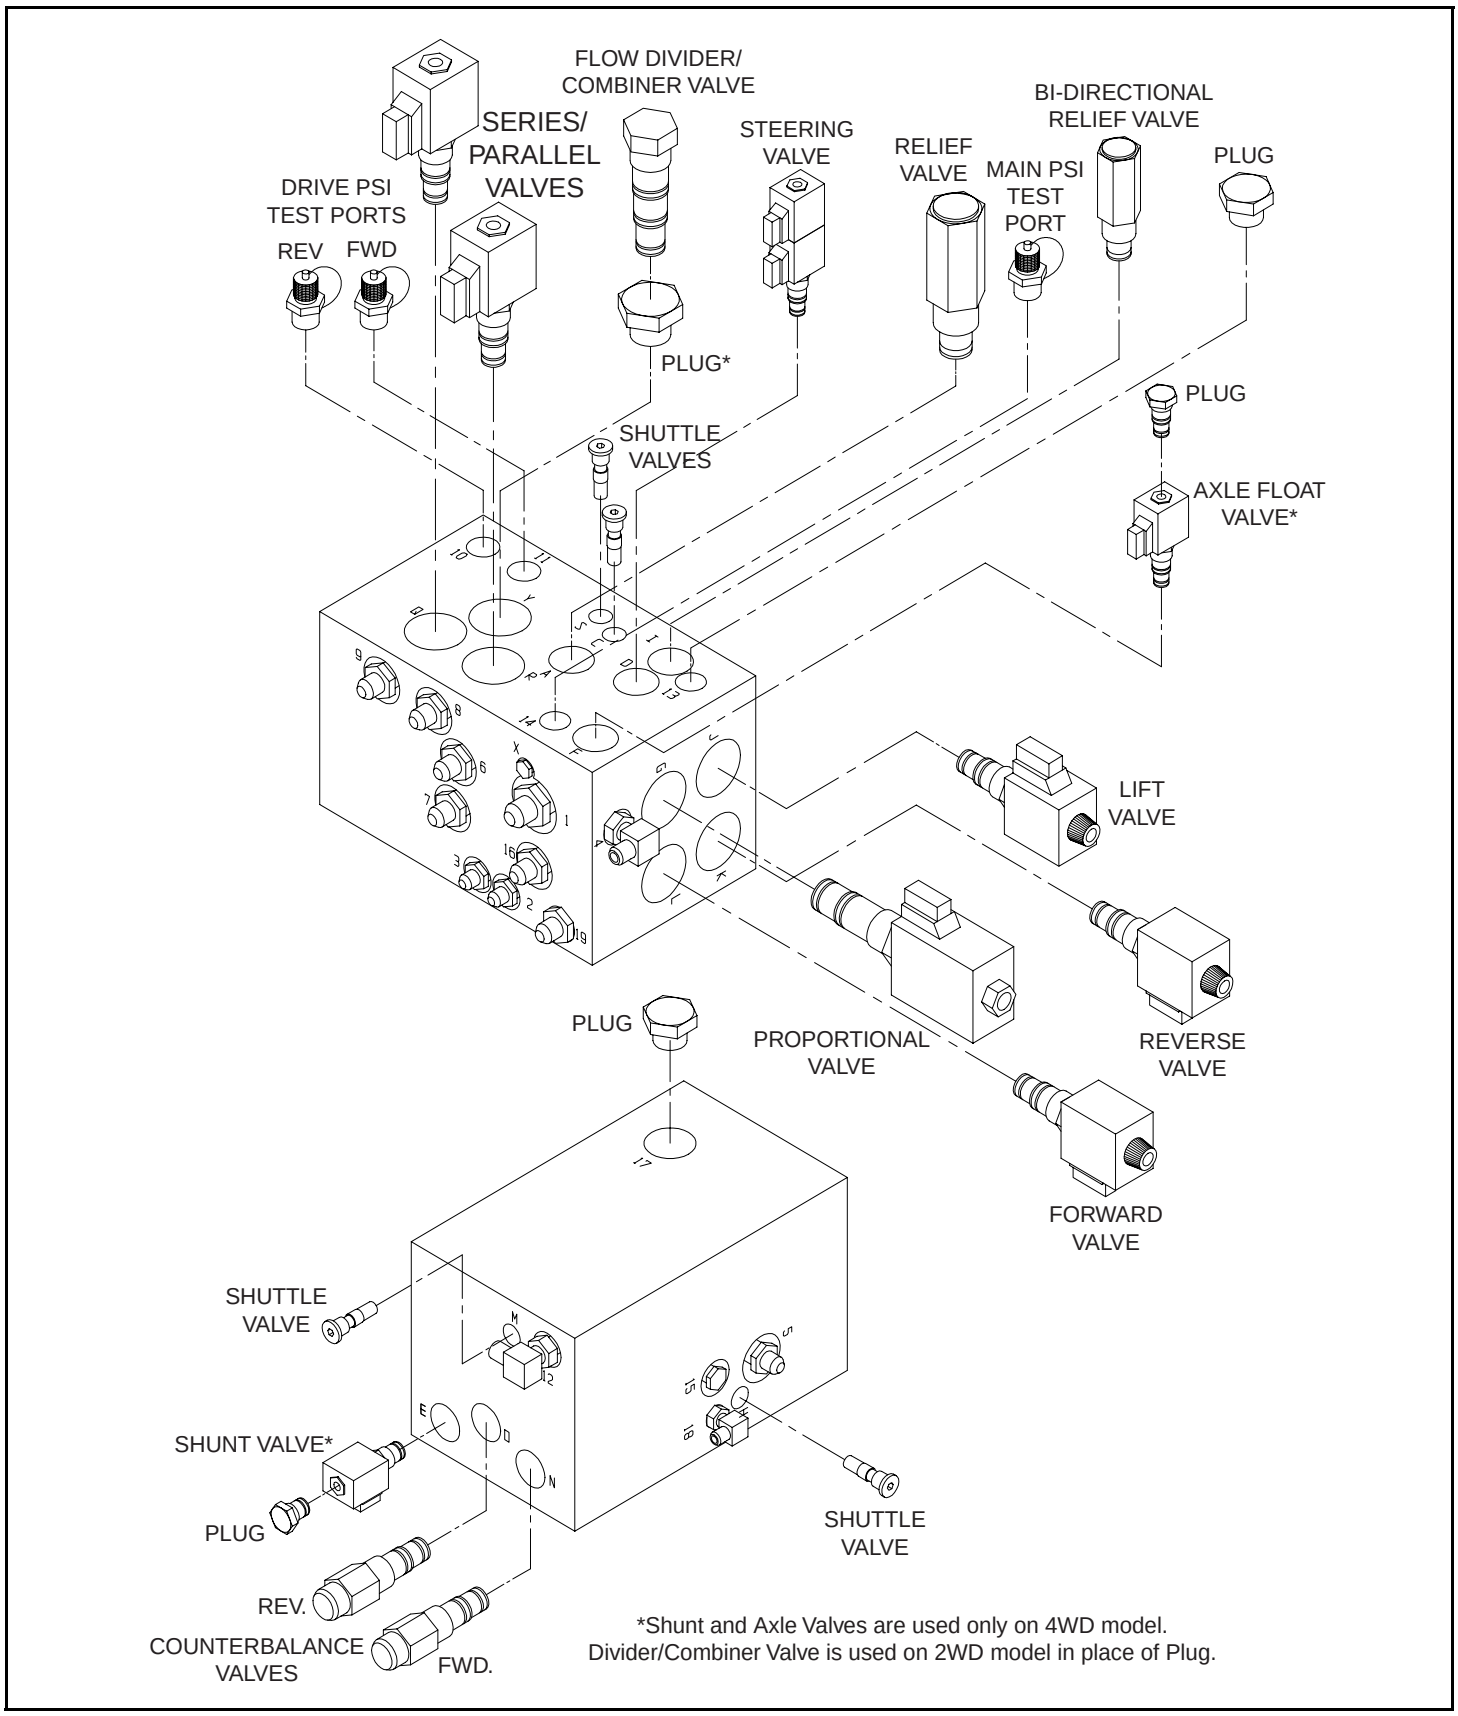

Figure 3-17: Hydraulic Manifold, Exploded View (4WD Shown)
3.10 Hydraulic Manifold (Figure 3-17)
NOTE: Mark all components as they are removed so as not to confuse their location during assembly. Refer to Figure 3-17 often to aid in disassembly and assembly.